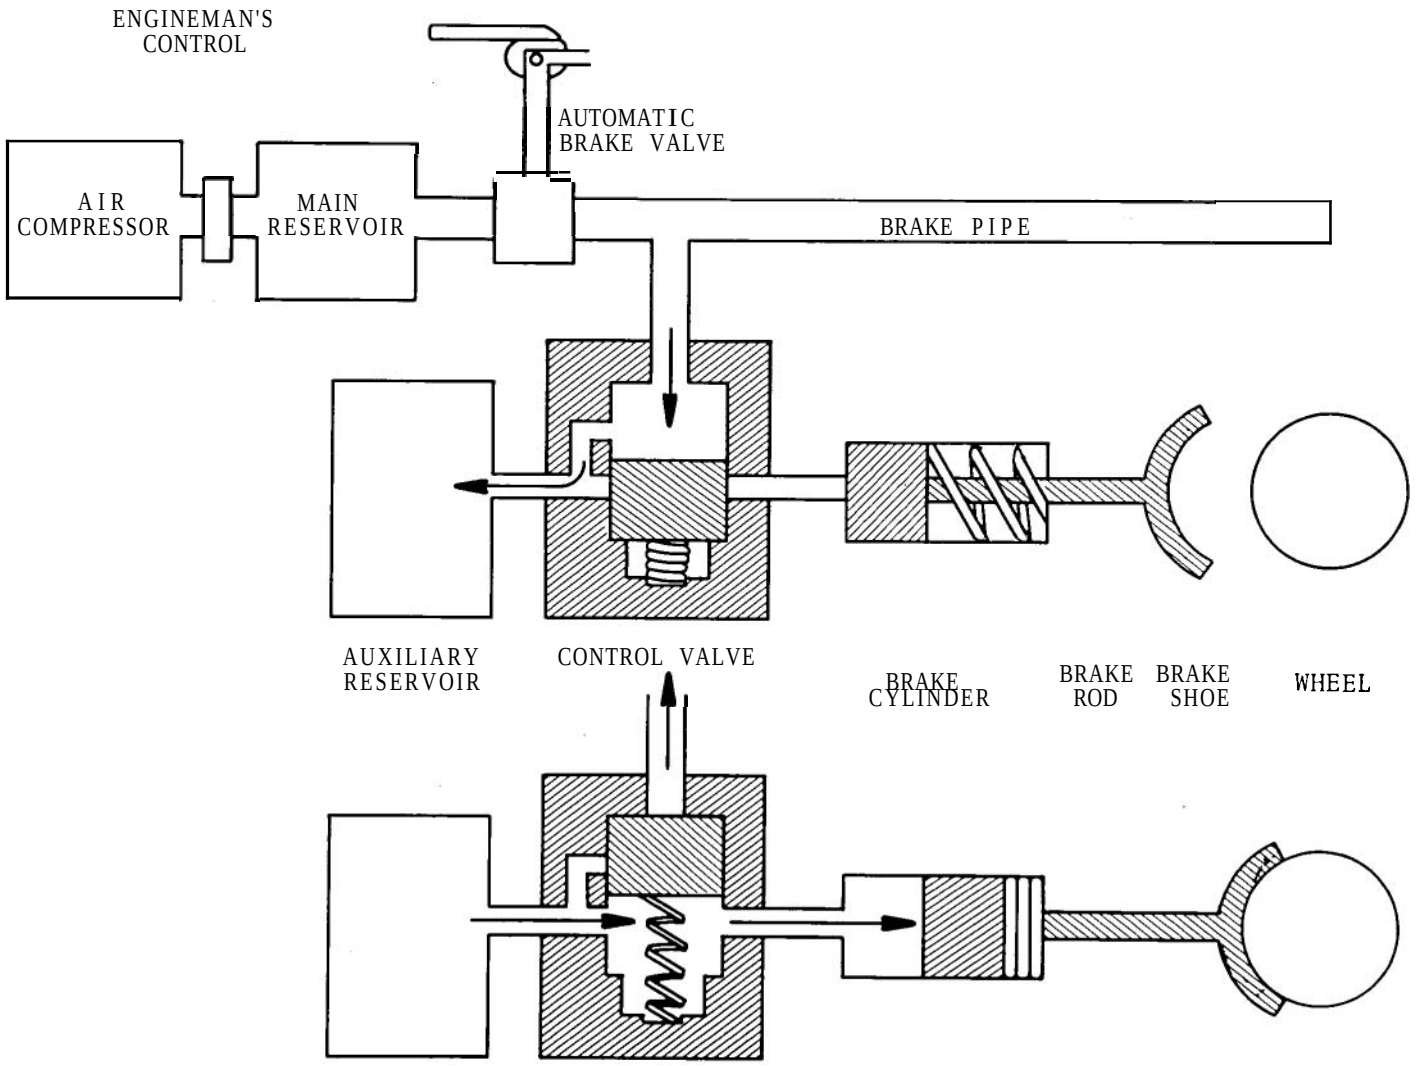
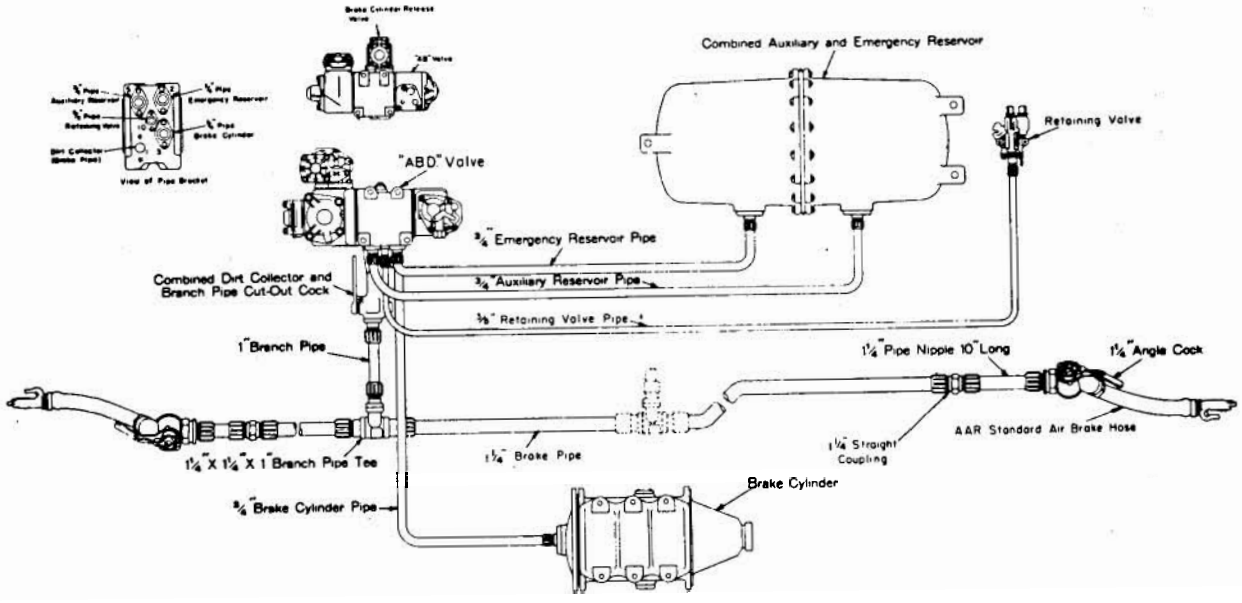

**Figure 2. Elements of Railroad Air Brake Systems**
Figure 6. Typical AB Type Freight Car Equipment
Probably the most critical skill the engineman exercises in train handling is the control of train speed through the judicious use of the several braking systems available to him. Although the details of the air brake system, with its numerous modes of operation, safeguards, and other characteristics, are complex, the system is based on a relatively simple elementary design, diagrammed in Figure 2. As long as critical pressure is maintained in the brake pipe, control valves remain closed, excluding compressed air from the brake cylinders and thus allowing the springs in the brake cylinders to hold the brake shoes free of the wheels. When brake pipe pressure is reduced, either by venting it through the manual operation of a brake valve handle or through any accidental breakage of the pipe, the control valves open, allowing compressed air to enter the brake cylinders from the auxiliary reservoirs, forcing the brake shoes against the wheels and braking the train. Such a system is "fail-safe", since almost any accident to the system is more likely to cause the brakes to apply than to release. The following material shows how this elementary design has been applied to the complex air brake systems of locomotives and freight cars, together with hand brakes and dynamic braking, to provide the engineman with a versatile system for controlling train speed.
Figure 2 illustrates the principles of the locomotive brake cylinder in which air from the auxiliary reservoir acts against a spring-loaded piston, causing the brakes to apply. A typical brake cylinder is shown at the bottom of Figure 6.
8.1.7 Freight Car Automatic Air Brake Components (Figures 6, 7, 8)
3. The retaining valve (Figure 6) is mounted in the air exhaust pipe of the control valve and is usually set for "full exhaust", but in certain extreme grade situations it may be manually set to retain up to 20 psi in the brake cylinder when the automatic brake valve handle at the locomotive is in "release" position and the train brake system is being recharged.
car equipments in present day use (see Figure 6). The valve has three essential portions.
7. Brake Pipe (Figure 6) carries air for the operation of the cars' automatic air brake equipment and is connected to the locomotive air brake pipe and to brake pipes of the following cars to form a continuous train line from the locomotive to'the last car in the train.